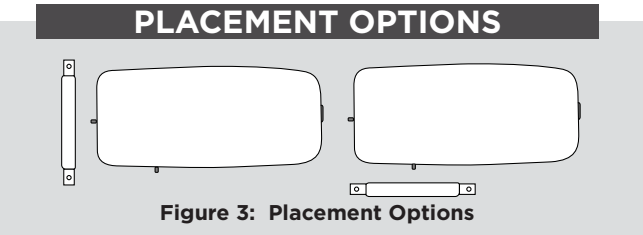

Figure 3: Placement Options
1. Place and hold the magnet directly on the door closest to the magnetic reed switch, no more than 1" (2.54 cm) apart from the transmitter. See Figure 3.